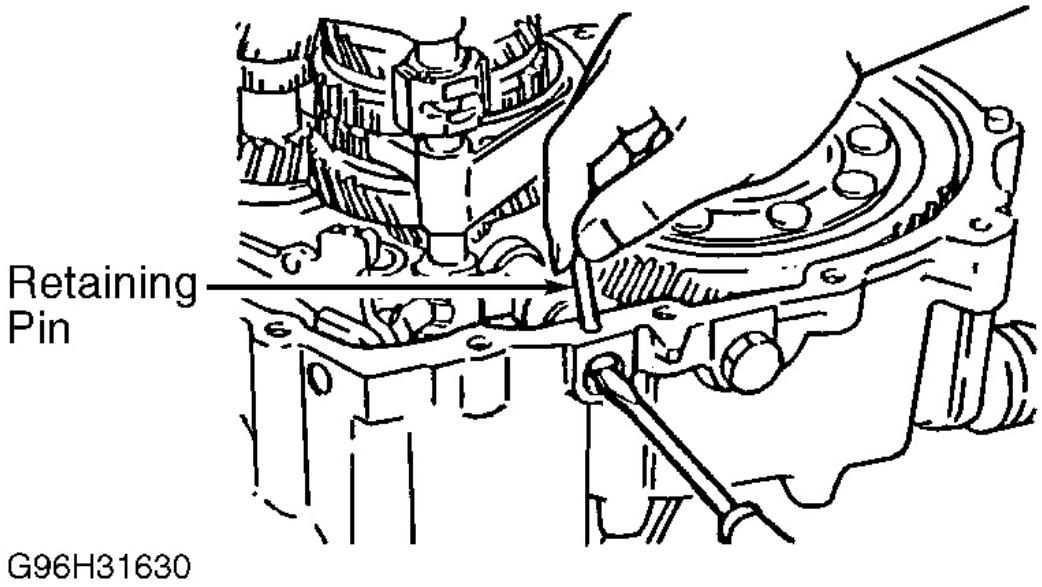

Fig. 19: Install Crank Lever Shaft Retaining Pin
4. Fit crank lever between change arm and control end. Connect crank lever shaft and clutch housing. Align pin holes of crank lever shaft and clutch housing. Insert new retaining pin. See **Fig. 19** .